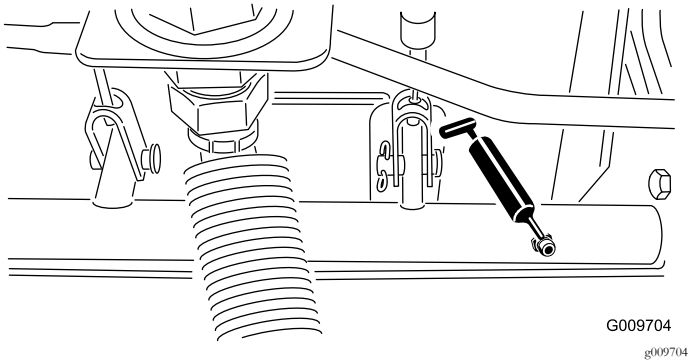

Figur 32
- Bromsaxelns lager (5) enligt Figur 32